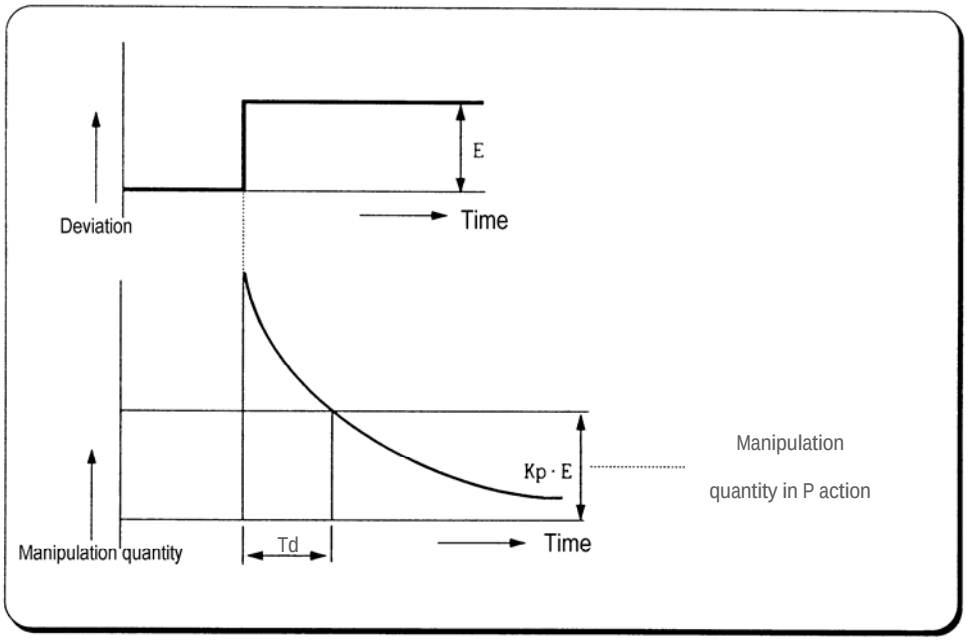

Fig. 7.6 Derivative action with a constant deviation
① When a deviation occurs due to alteration of SV or external disturbances, D action restrains the changes of the deviation by producing MV which is proportioned with the change velocity (a velocity whose deviation changes at every constant interval) in order to eliminate the deviation.
② D action gives quick response to control action and has an effect to reduce swiftly the deviation by applying a large control action (in the direction that the deviation will be eliminated) at the earlier time that the deviation occurs.
③ D action can prevent the large changes of control object due to external conditions.
④ The period of time from when the deviation has occurred to when the MV of D action become the MV of P action is called derivative time and represented as Td.
⑤ The D action when a constant deviation occurred is shown as Fig. 7.6